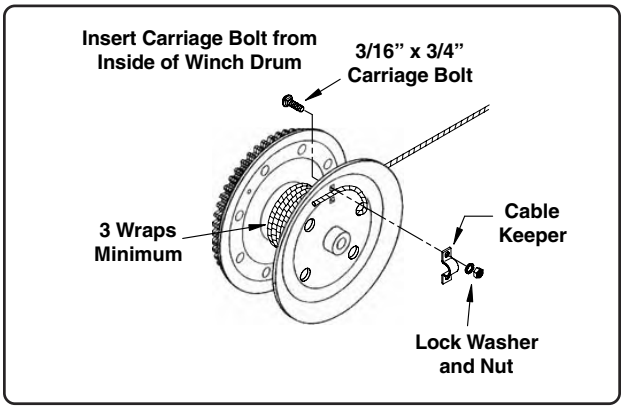

Fig. 37A
Keep the cable taut and turn handle to verify cable is winding onto the drum properly. Turn handle until the cable wraps around the drum three (3) times (See Fig. 37A on Page 55).